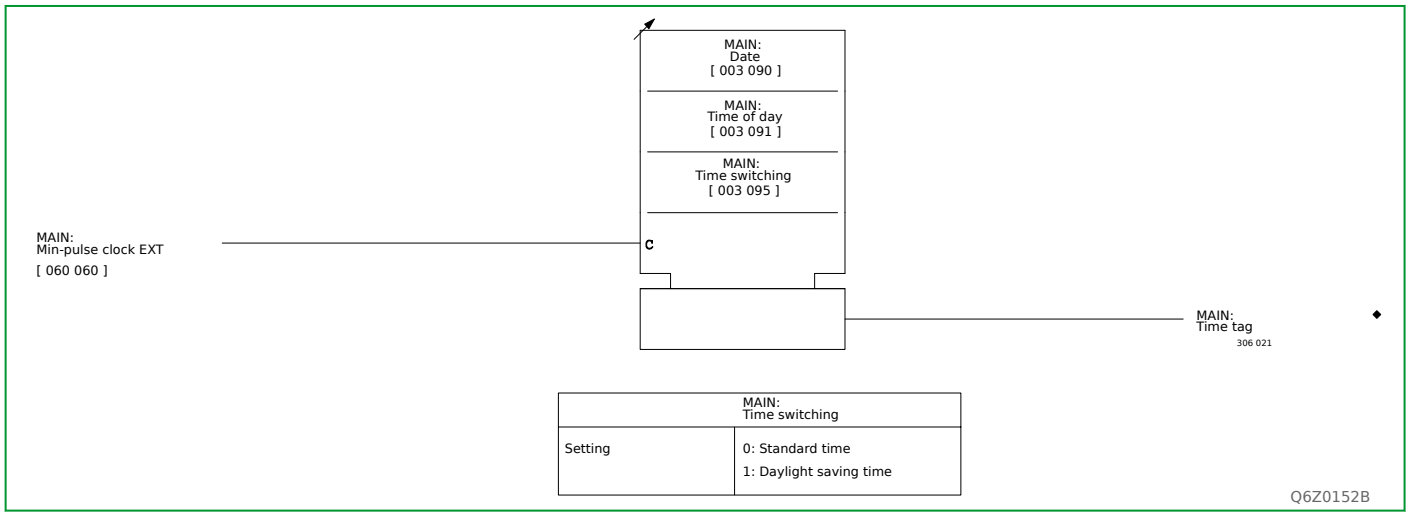

Fig. 3-67: Date/time setting and clock synchronization with minute pulses presented at a binary signal input.
- Impulse every minute via a binary signal input (MAIN), see Fig. 3-67, (p. 3-102) and the preceding section.